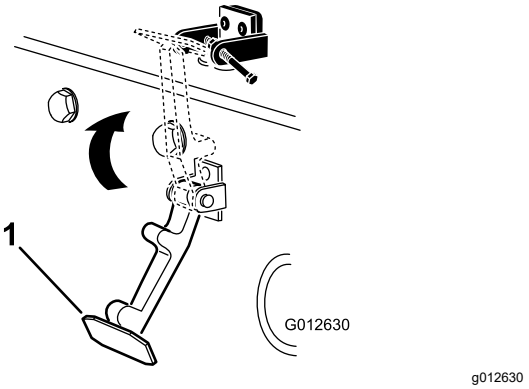

Figur 5
7. Hekt låsen på panserlåsbraketten (Figur 5).